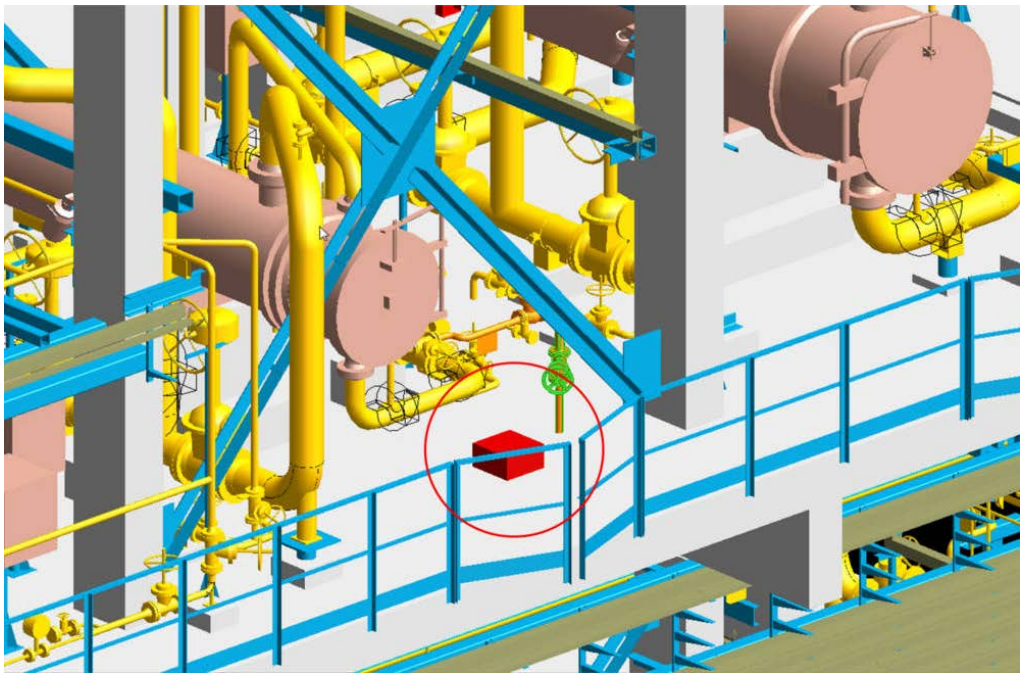

Рис. 5
- на трубопроводное крепление или набетонку ничего не опирается (рисунок 5);